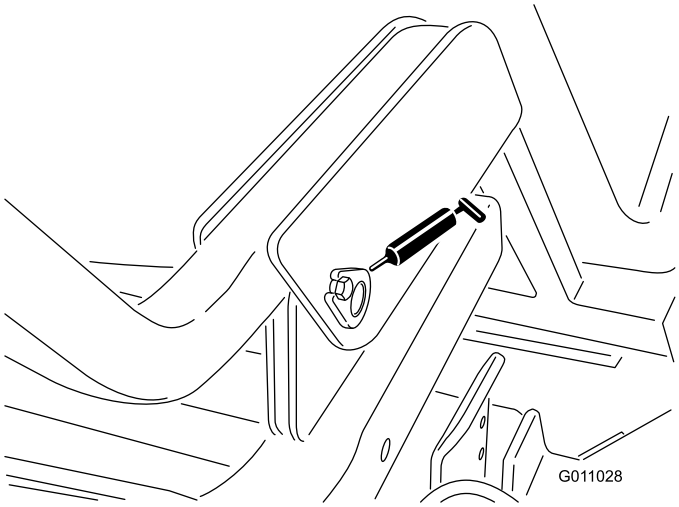

Figur 32
- Trågets (nedre) vridfäste (2) (Figur 32).